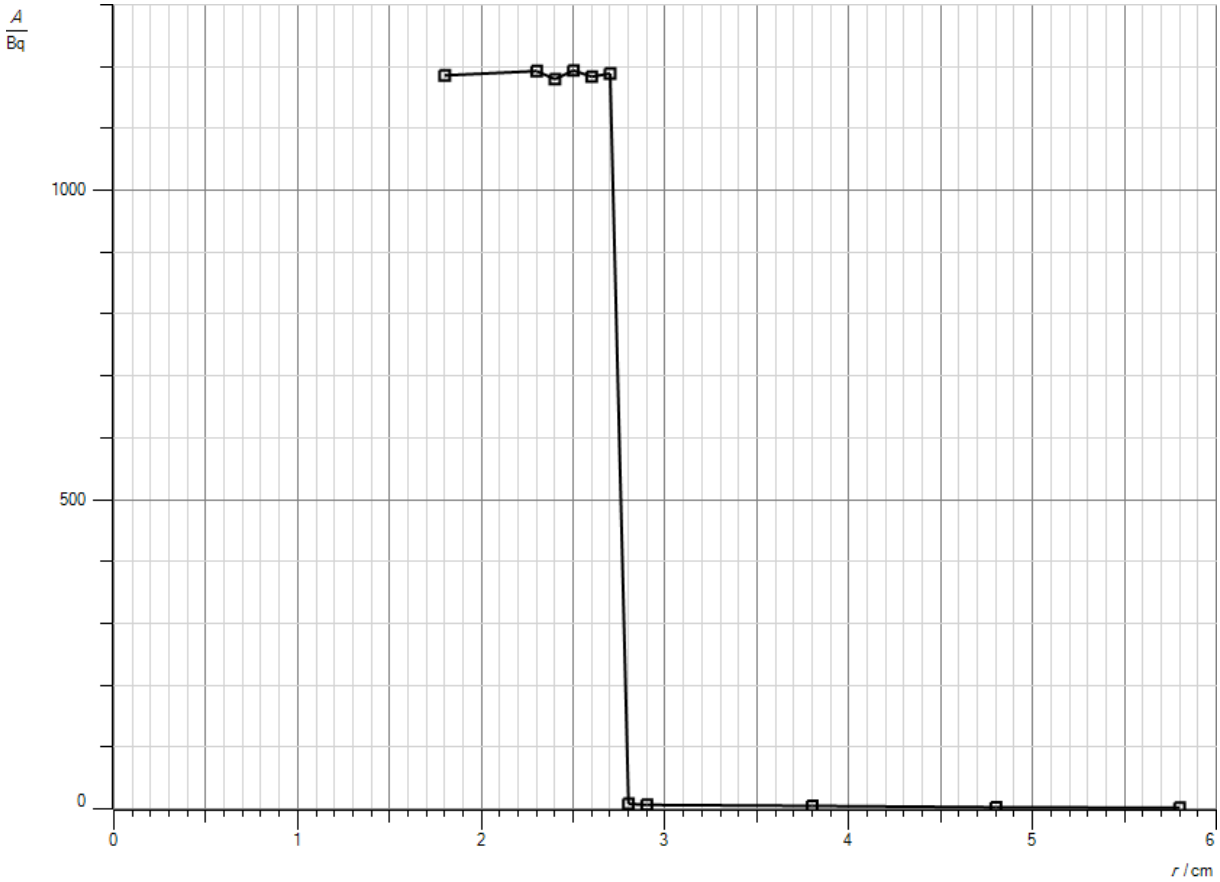

Abb. 2: Messdiagramm
a. Es ergibt sich das Diagramm in Abb. 2.